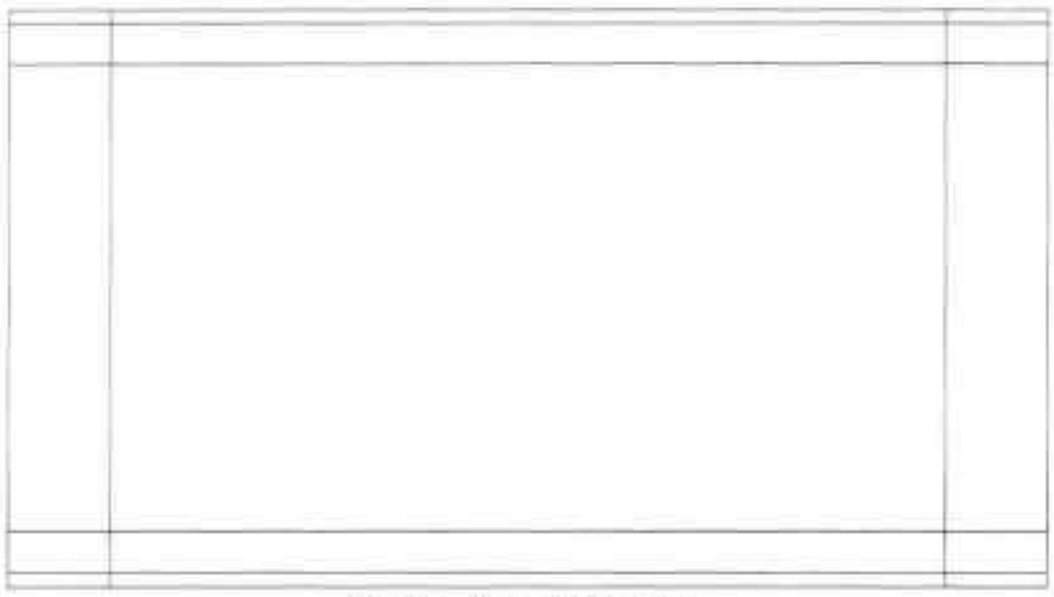

图20-67 偏移线段
Step 03 执行“偏移”命令，将左右两条直线各向内偏移 360mm，如图 20-67 所示。